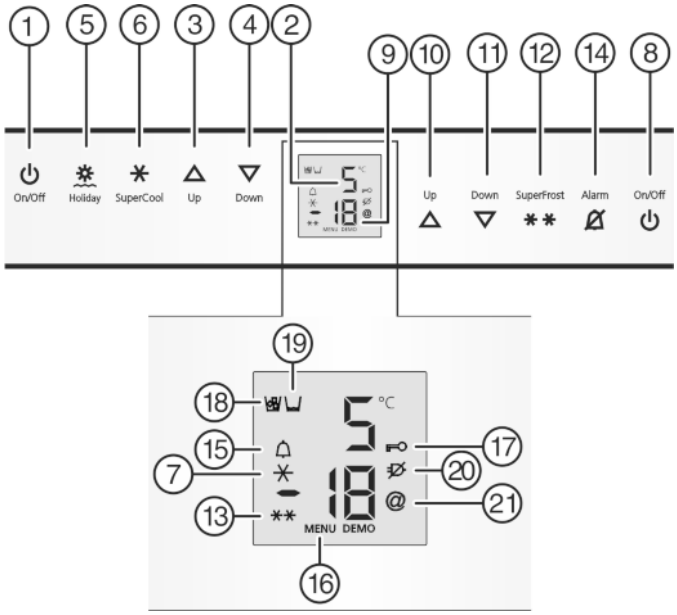

Fig. 2
▶ Press On/Off button, freezer compartment *Fig. 2 (8)*.
▶ Press On/Off button, refrigerator compartment *Fig. 2 (1)*.
▷ The fridge and BioFresh section are on: Fridge temperature display *Fig. 2 (2)* is on. When you open the door the interior light comes on.
- The SmartDevice box symbol *Fig. 2 (21)* is displayed and flashes -> The SDB is not connected.
- The SmartDevice box symbol *Fig. 2 (21)* is displayed and doesn't flash -> The SDB is connected.
- The SmartDevice box symbol *Fig. 2 (21)* is not displayed -> The SDB is not active, was not inserted correctly or the SDB connector was not installed correctly.
▶ Activate setting mode: Press the SuperFrost button *Fig. 2 (12)* for around 5 seconds.
▷ The Menu symbol *Fig. 2 (16)* lights up.
▶ Choose with 'Up' button, freezer compartment *Fig. 2 (10)* and 'Down' button, freezer compartment *Fig. 2 (11)* d.
▶ Briefly press SuperFrost button *Fig. 2 (12)* to confirm.
▶ Choose with 'Up' button, freezer compartment *Fig. 2 (10)* and 'Down' button, freezer compartment *Fig. 2 (11)* d0.
▶ Choose with 'Up' button, freezer compartment *Fig. 2 (10)* and 'Down' button, freezer compartment *Fig. 2 (11)* d1.
▶ Choose with 'Up' button, freezer compartment *Fig. 2 (10)* and 'Down' button, freezer compartment *Fig. 2 (11)* dd.
▶ Choose with 'Up' button, freezer compartment *Fig. 2 (10)* and 'Down' button, freezer compartment *Fig. 2 (11)* dH.